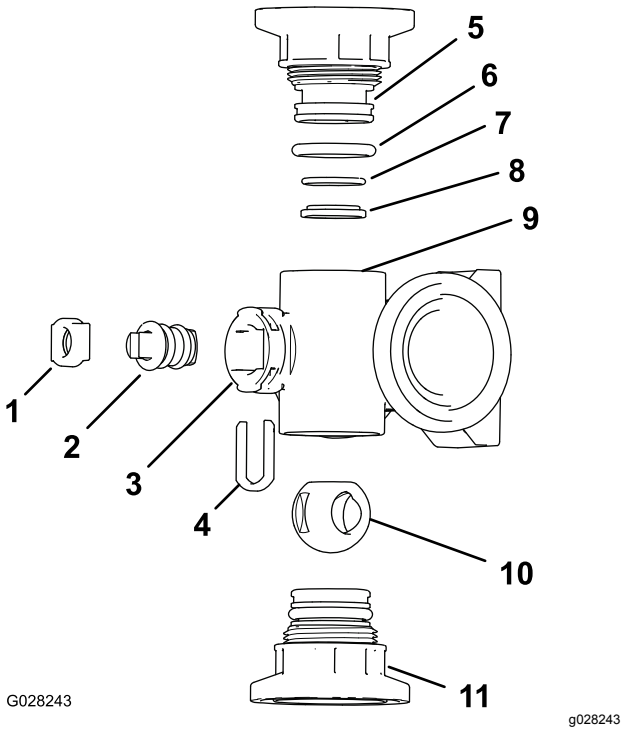
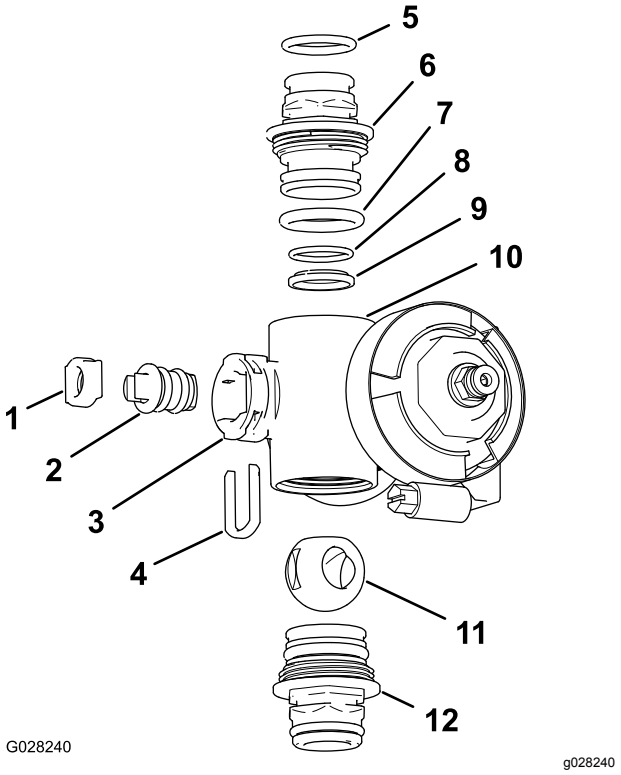

Figur 123
Figur 124
2. Fjern de 2 endedækselfittinger fra hver ende af manifoldhuset (Figur 123 og Figur 124).
4. Fjern spindelholderen fra åbningerne i spindelporten i manifolden (Figur 123 og Figur 124).
5. Fjern spindelholderen og ventilspindelsædet fra manifolden (Figur 123 og Figur 124).
6. Tag ventilspindelenheden ud af manifoldhuset (Figur 123 og Figur 124).
1. Kontroller udgangsfittingens O-ringe (kun sektionsventilmanifold), endedækslets O-ringe, kontrasædets O-ringe og kuglesædet for skader eller slitage (Figur 123 og Figur 124).
2. Smør silikonefedt på ventilspindelen, og placer den i ventilspindelsædet (Figur 123 og Figur 124).
3. Monter ventilspindelen og sædet i manifolden, og fastgør spindelen og sædet med spindelholderen (Figur 123 og Figur 124).
4. Sørg for, at kontrasædets O-ring og kuglesædet flugter med hinanden og er placeret i endedækselfittingen (Figur 123 og Figur 124)
5. Monter endedækselfittingen på manifoldhuset, så flangen på endedækselfittingen rører manifoldhuset (Figur 123 og Figur 124), og drej derefter endedækselfittingen yderligere ⅛ til ¼ omgang.